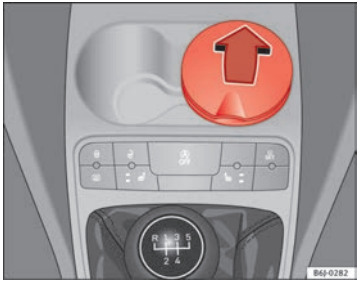

Fig. 85 Front ashtray
– To open the ashtray, lift the cover ⇒ Fig. 85.